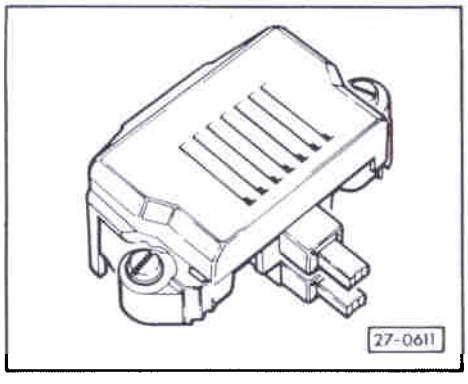

Fig. 3 - Balais pour alternateur
- Balais: remplacement - fig. 3